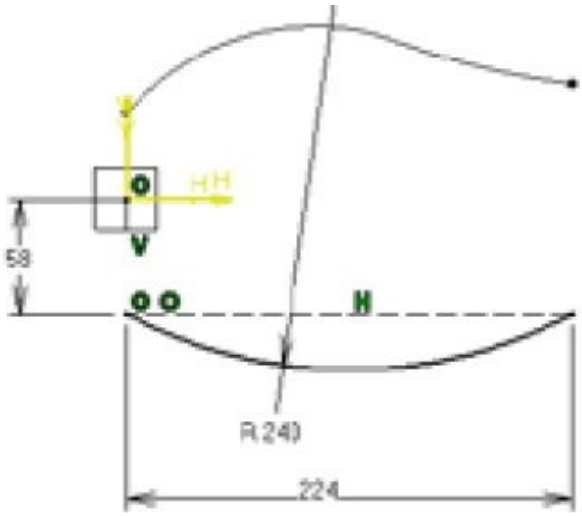

Figure 9-81 *Sketch of the second guide*
4. Draw the sketch of the second guide, as shown in Figure 9-81, and exit the **Sketcher** workbench.